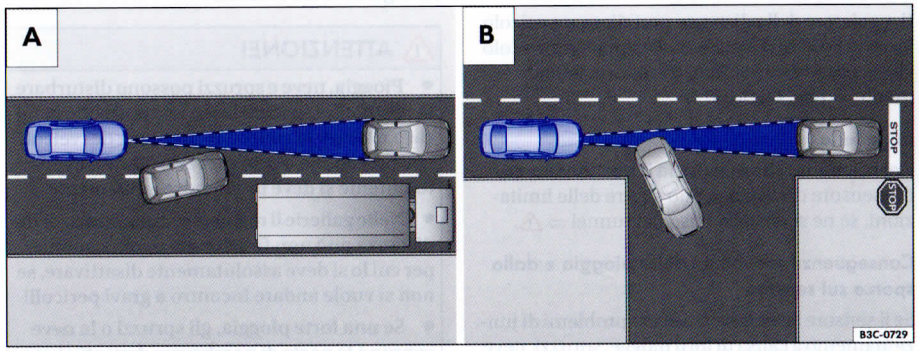

Fig. 57 Fig. A: un veicolo sta cambiando corsia. Fig. B: veicolo che sta per svoltare e veicolo fermo.
- quando gli altri veicoli cambiano corsia ⇒ fig. 57 A
- in presenza di veicoli fermi ⇒ fig. 57 B
I veicoli che 'si parano' davanti improvvisamente (dopo un sorpasso o un cambio di corsia) a distanza ravvicinata, possono non entrare subito all'interno del campo di rilevamento del sensore e, dunque, non essere rilevati immediatamente ⇒ pag. 61, fig. 57 A. La conseguenza sarà una reazione ritardata del regolatore automatico della distanza ⇒ ⚠.
Il regolatore della distanza non rileva un veicolo fermo se dietro di esso è stato captato un veicolo che si appresta a svoltare o si sposta lateralmente ⇒ pag. 61, fig. 57 B.